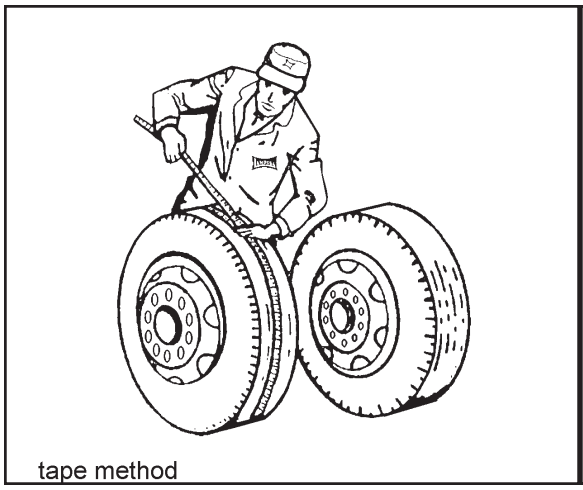

Figure 4-19 Measuring Tape Method
a. **Tape Measuring Method**: Measure around each tire on the tread surface. A maximum difference of 3/4" is allowed between the two mating tires of a dual **(See Figure 4-19).**